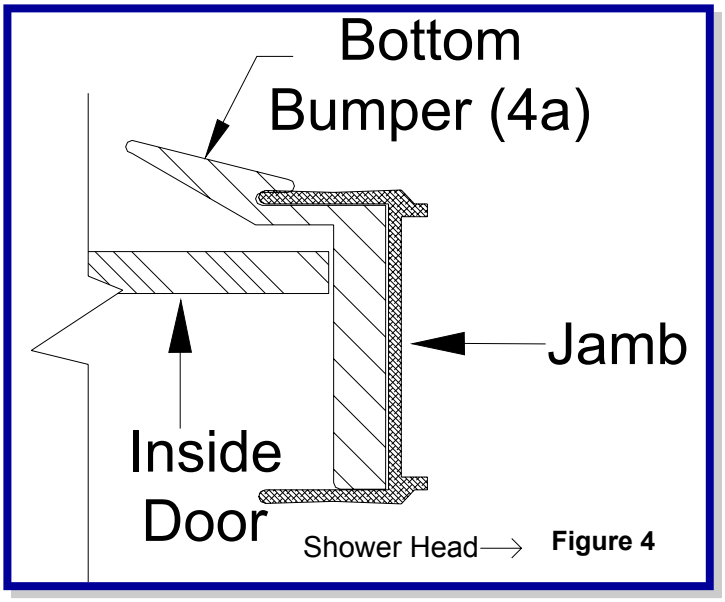

Figure 4
- Place the bottom bumper (4a) over the bottom hole on the jamb and secure with a #8 x 1 ½" (3) wall jamb screw. (The horizontal tab that sticks out into the door opening must be on the inside of the opening.) ***(See Figure 4)***
- Set the other jamb in place and secure to the wall with three #8 x 1 ½" screws (3).